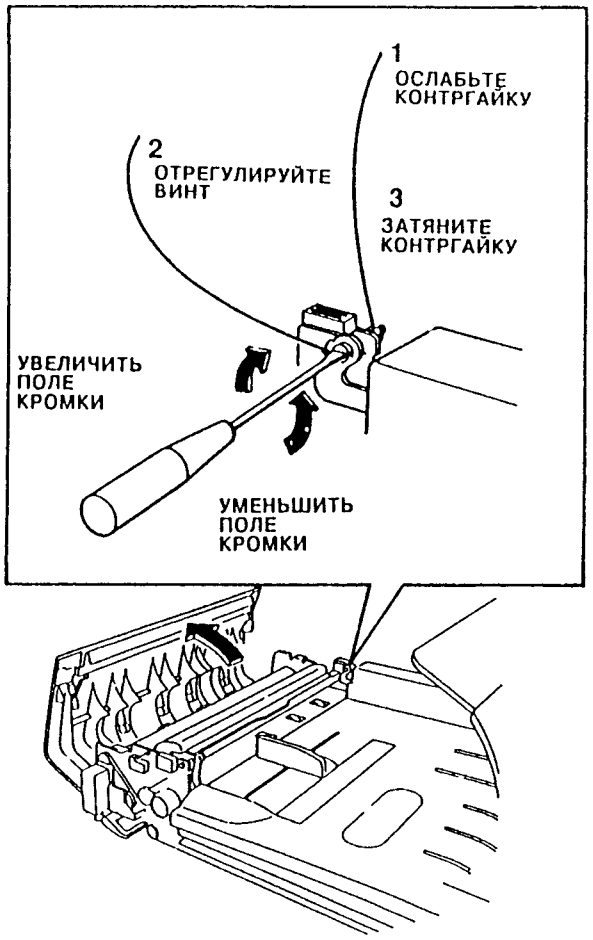

Рис. 2. Регулировка регистрации верхней кромки в дуплексном автоподатчике оригиналов DADF
2. Отрегулируйте систему регистрации верхней кромки в DADF (смотрите Рис. 2).